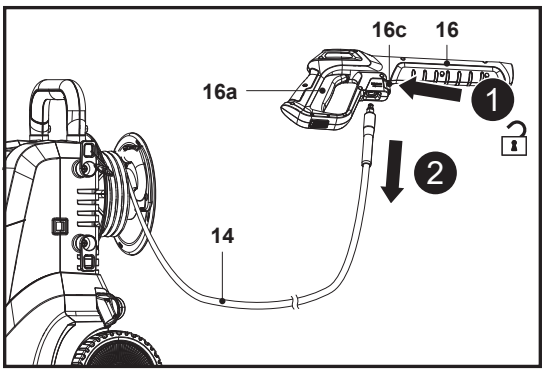

Fig. 8
3. Para desconectar la manguera de presión (14) de la pistola pulverizadora (16), mantenga presionada la palanca de liberación rápida (16c) contra la manguera de presión (14); a continuación, tire de la manguera de presión (14) para extraerla (Fig. 8, pasos 1 y 2).